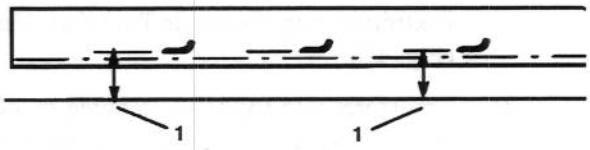

Figure 18
5. Placer les trois lames à la position "A" (Fig. 17) et mesurer la distance entre la surface plane et le bas de l'extrémité de chaque lame (Fig. 18).
6. Noter la dimension mesurée à la position "A". Tourner les lames à la position "B" (Fig. 17) et mesurer la distance entre toutes les lames et la surface plane. Noter les dimensions (Fig. 18).